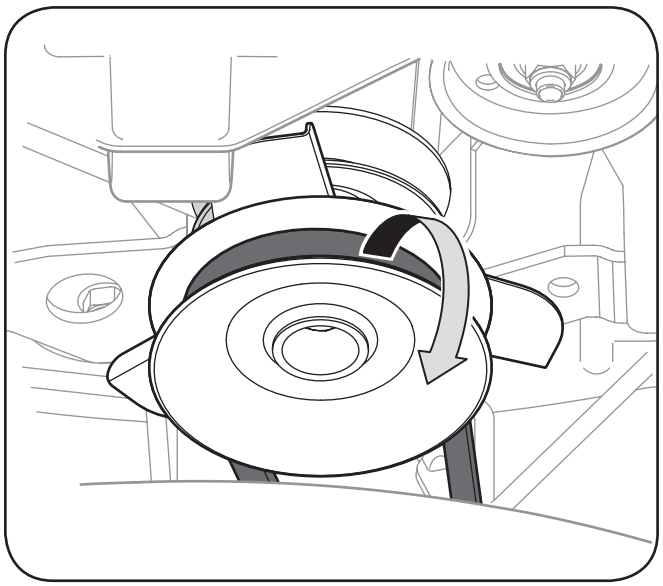

Figure 7-2
4. Remove the belt from around the tractor's PTO pulley. See Figure 7-2 .
3. Remove the deck belt from around the unit's PTO drive pulley as shown in Figure 7-2. Simply roll one side of the belt off of the pulley and then work it off the pulley by continuing around the pulley until the belt is off of the pulley.
4. Pull the belt towards the front of the unit, pulling it through and out of the belt keeper rod. See Figure 7-2.
8. Feed the deck belt through the belt keeper rod and work it around and onto the PTO drive pulley as shown in Figure 7-2.